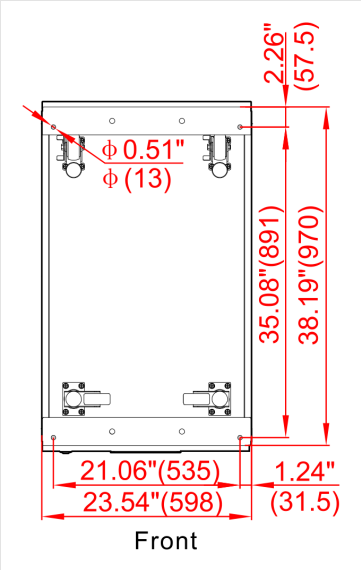

FIGURE 4-15 Anchor holes: 21.06 in (535 mm) × 35.08 in (891 mm), Ø 0.51 in (13 mm)
1. Take the UPS off the pallet as in Section 4.5, steps 1 to 3. Mark the four anchor holes on the floor (Figure 4-15).